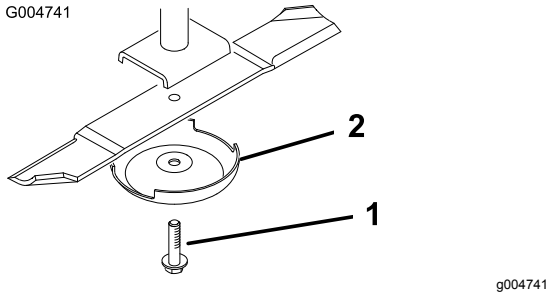

Figur 112
2. Fatta tag i knivens ände med en trasa eller en tjockt vadderad handske. Ta bort knivbulten, antiskalbehållaren och kniven från spindelaxeln (Figur 112).